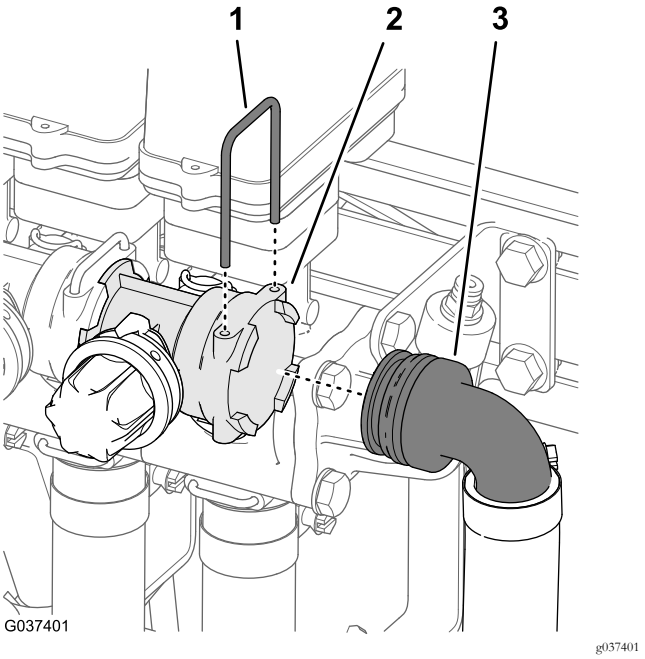

Figura 29
3. Retire la horquilla de retención que sujeta el acoplamiento de manguera de 90° al extremo de la válvula de desvío de la válvula de sección del brazo derecho (Figura 29).
4. Retire el acoplamiento de manguera de 90° de la válvula de desvío (Figura 29).